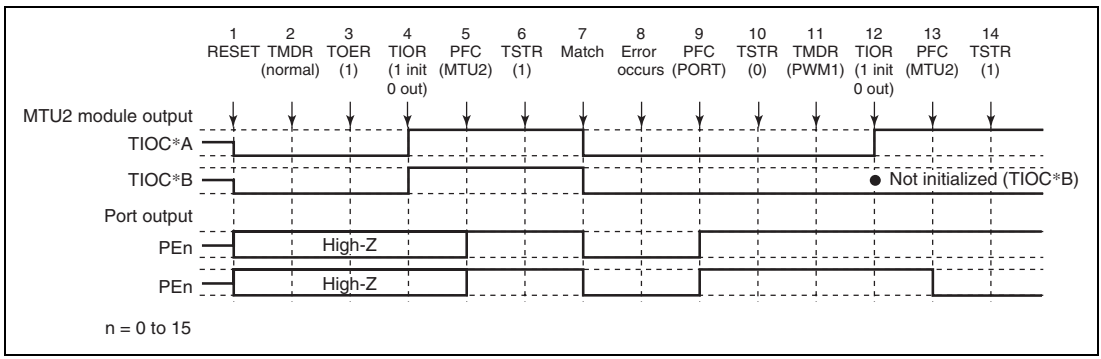

**Figure 10.139 Error Occurrence in Normal Mode, Recovery in PWM Mode 1**
**Operation when Error Occurs during Normal Mode Operation, and Operation is Restarted in PWM Mode 1:** Figure 10.139 shows an explanatory diagram of the case where an error occurs in normal mode and operation is restarted in PWM mode 1 after re-setting.